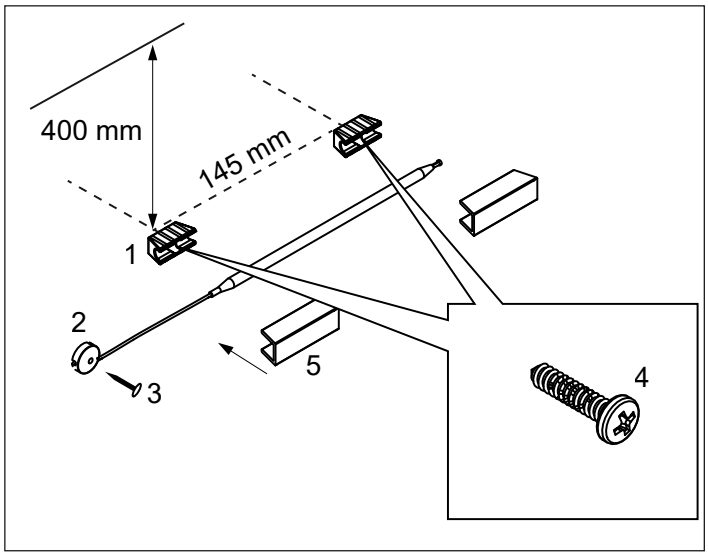
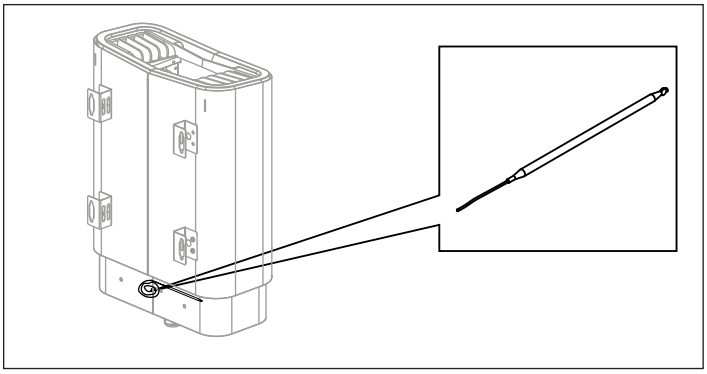

Afbeelding 12: Installeren van de temperatuursensor
Afbeelding 14: De temperatuursensor vinden
Installeer de temperatuursensorhouders (zie (1) in afbeelding 12) 400 mm onder het plafond en 145 mm tussen het gebruik van de twee geleverde schroeven (4).
Plaats de temperatuursensor (deze bevindt zich aan de achterkant van de kachel, zie afbeelding 14) en zet de capillaire buis goed vast met de klemmen (2) en de koploze spijker (3) (zie afbeelding 12).
Neem contact op met de klantenservice van TylöHelo voordat u de kachel aansluit op voltages of aantal fasen die niet worden vermeld in het bedradingsschema (zie afbeelding 14).